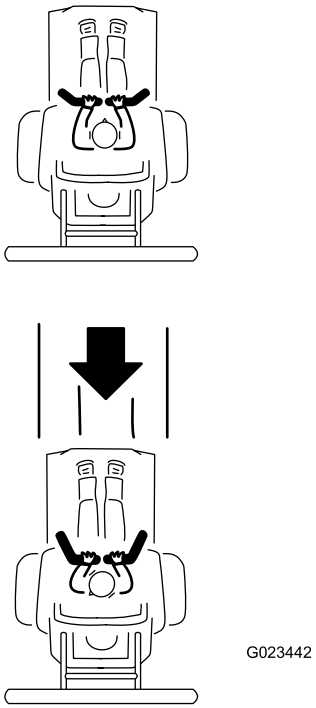

Figur 25
3. Se bagud og træk langsomt styrehåndtagene tilbage for at bakke (Figur 25).